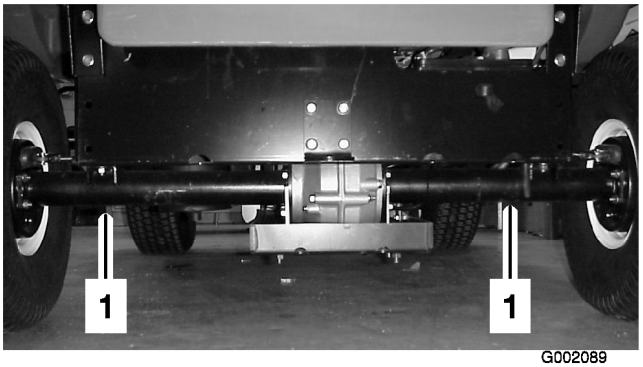
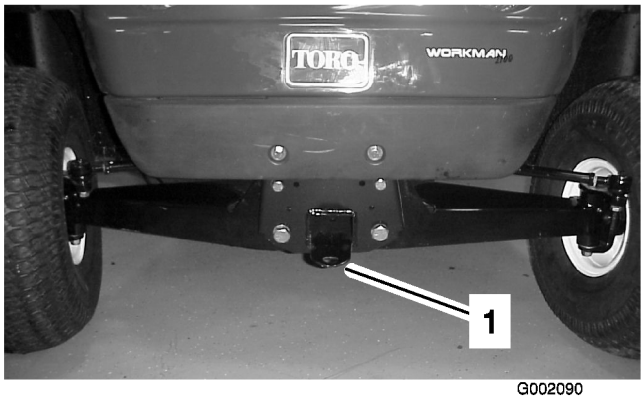

Figur 27
Figur 28
Ett släp bör användas när fordonet ska transporteras långa sträckor. Se till att fordonet spänns fast ordentligt på släpet. Se Figur 27 och Figur 28 för fästpunkternas placering.
2. Fäst en bogserlina i bogseröglan framtill på ramen (Figur 28).